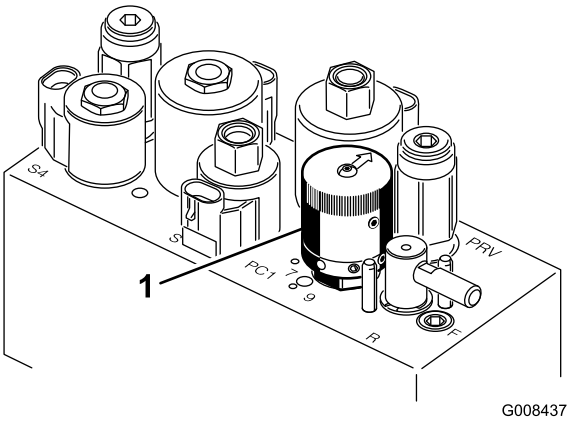

Figuur 29
4. Om het toerental in te stellen, draait u aan de knop (Figuur 29) tot de wijzer de gewenste instelling aangeeft.